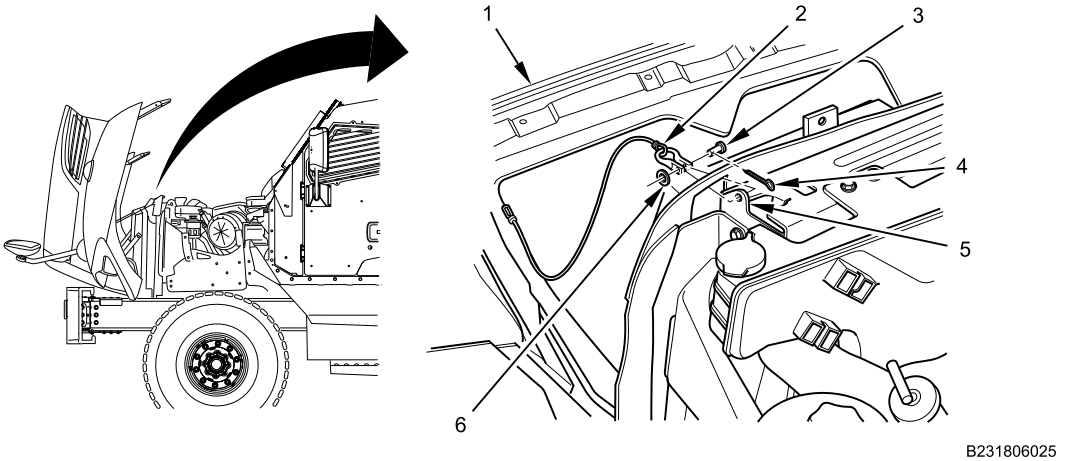

Figure 3. Hood Safety Cable.
5. With two assistants supporting hood assembly (Figure 3, Item 1):
a. Remove and discard cotter pin (Figure 3, Item 4).
b. Remove washer (Figure 3, Item 6), clevis pin (Figure 3, Item 3), and hood safety cable (Figure 3, Item 2) from radiator support bracket (Figure 3, Item 5).